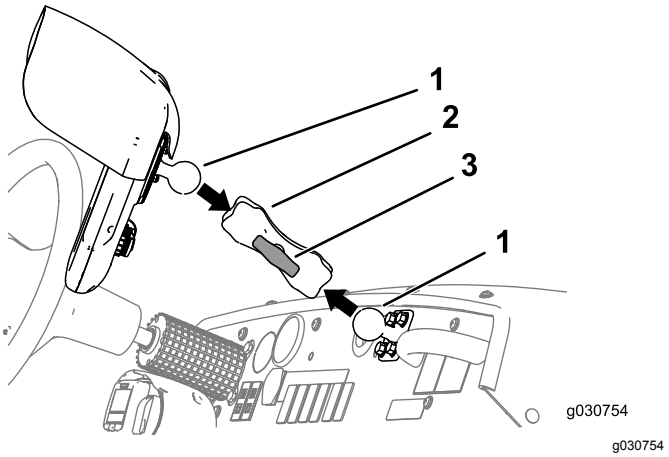

Figur 159
3. Løsne knotten på monitorarmen til du kan føre både kuleleddet for koblingen på baksiden av spredermonitoren og kulekoblingen for festet på dashbordpanelet inn på monitorarmens sokkel (Figur 159).
4. Juster spredermonitoren slik at du lett kan se skjermen fra førersetet (Figur 159).
5. Stram knotten for monitorarmen godt for hånd (Figur 159).